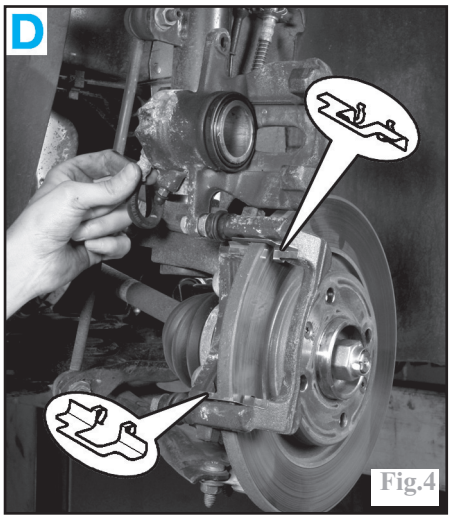

Fig.4
Remplacer les épingles de guidage en (D) sur le support d'étrier, par celles fournies avec les plaquettes neuves (Fig.4).